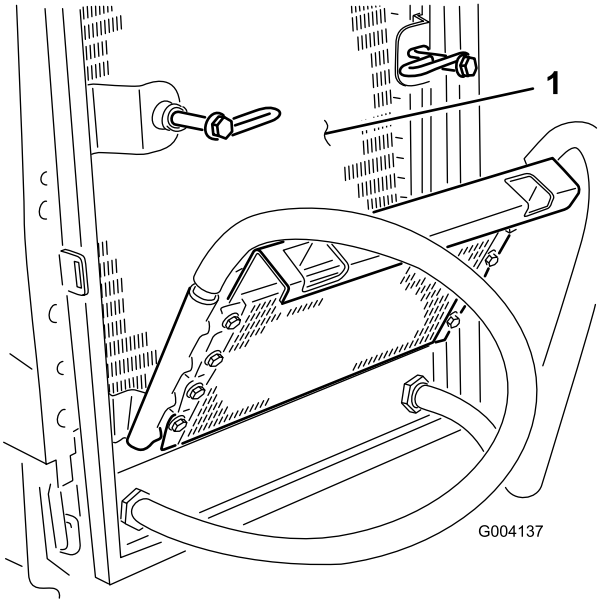

Figur 68
6. Rengör noga på båda sidor om oljekylaren och kylaren (Figur 68) med tryckluft.